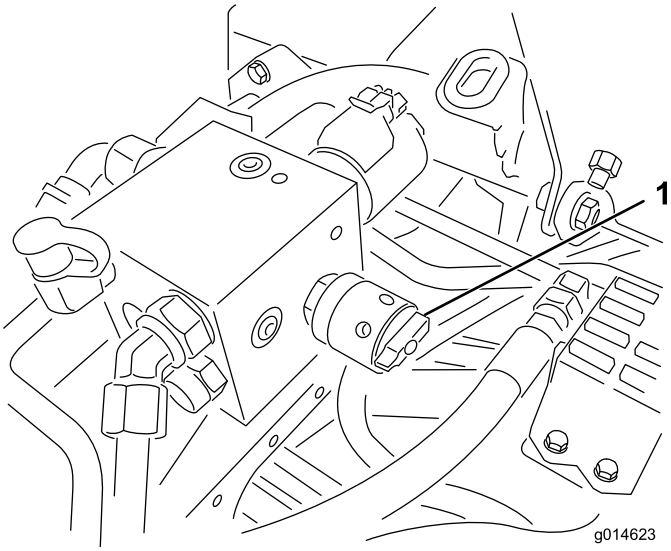

Figuur 38
4. Om het toerental in te stellen, draait u aan de knop (Figuur 38) tot de wijzer de gewenste instelling aangeeft.